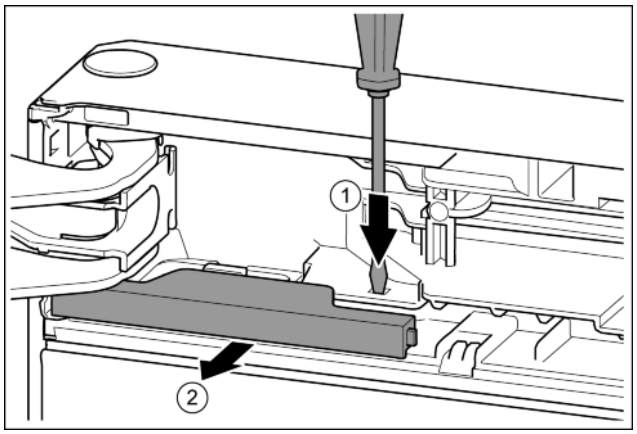

Fig. 10
▶ Press the tab with the slotted screwdriver. *Fig. 10 (1)*
▶ Pull cover out of the catch mechanism. *Fig. 10 (2)*